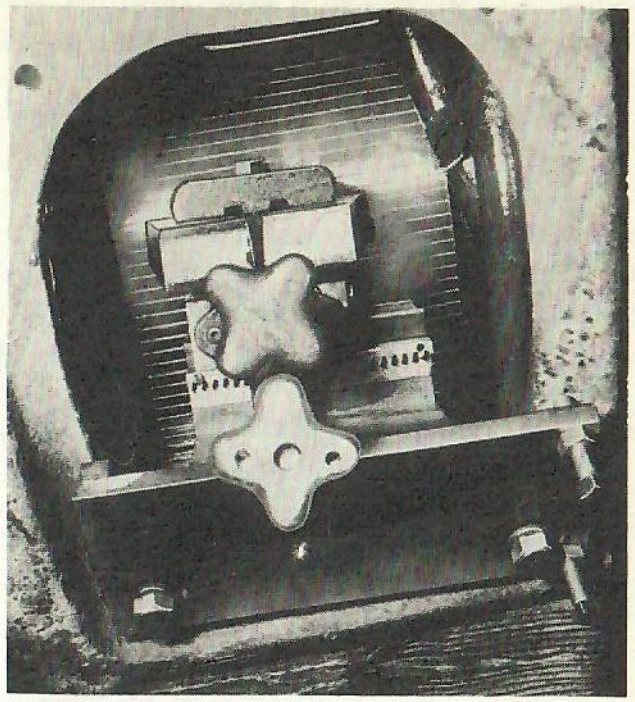
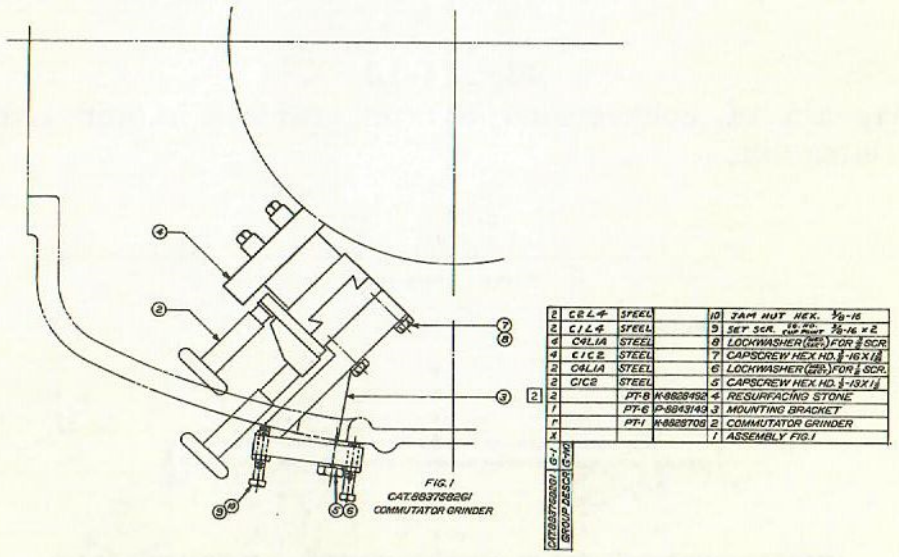

Fig. 32-10
Fig. 33-10
6. Install commutator grinder, Cat. 8837582G1, in bottom commutator opening on suspension side; this is safest place and will allow most of the grinding dust to fall out. See Fig. 32-10. Grinder assembly consists of a "Midget" grinder, mounting bracket, resurfacing stones and various capscrews and set screws as indicated in Fig. 33-10. Install grinder as follows: